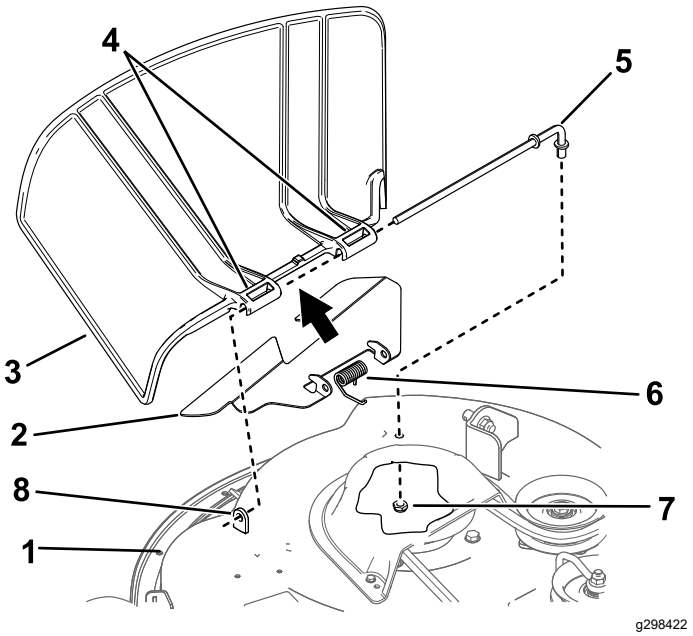

Figuur 73
1. Verwijder de moer (⅜") van de stang onder het maaidek (Figuur 73).
2. Schuif de stang uit de korte afstandhouder, veer, het schot en de grasgeleider (Figuur 73).
4. Monteer een nieuwe grasgeleider en het schot (Figuur 73).
7. Schuif de stang door het schot en de tweede spil van de grasgeleider (Figuur 73).
9. Bevestig de achterzijde van de stang aan de maaier met een moer (⅜"), zoals geïllustreerd in Figuur 73.